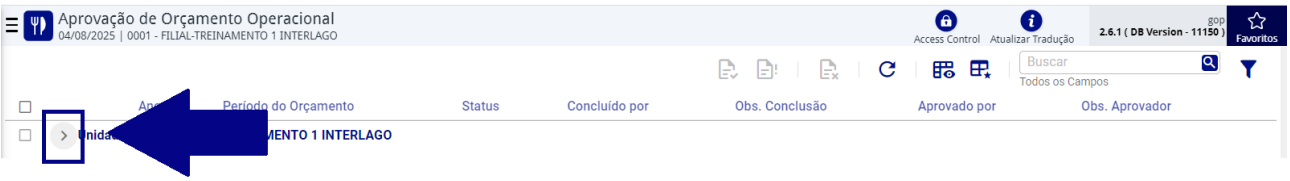
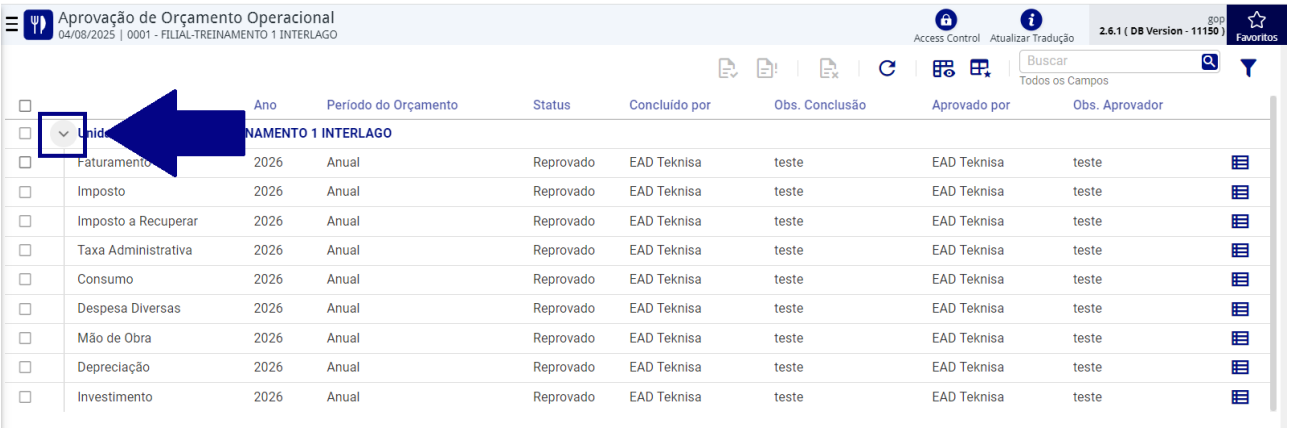

Figura 401: Ícone expansão Comprimido
Figura 402: Ícone Expansão Expandido
5. Na grade de resultados, clique no **ícone de expansão lateral** (Figura 401 e figura 402) da unidade listada para visualizar os orçamentos com detalhe.